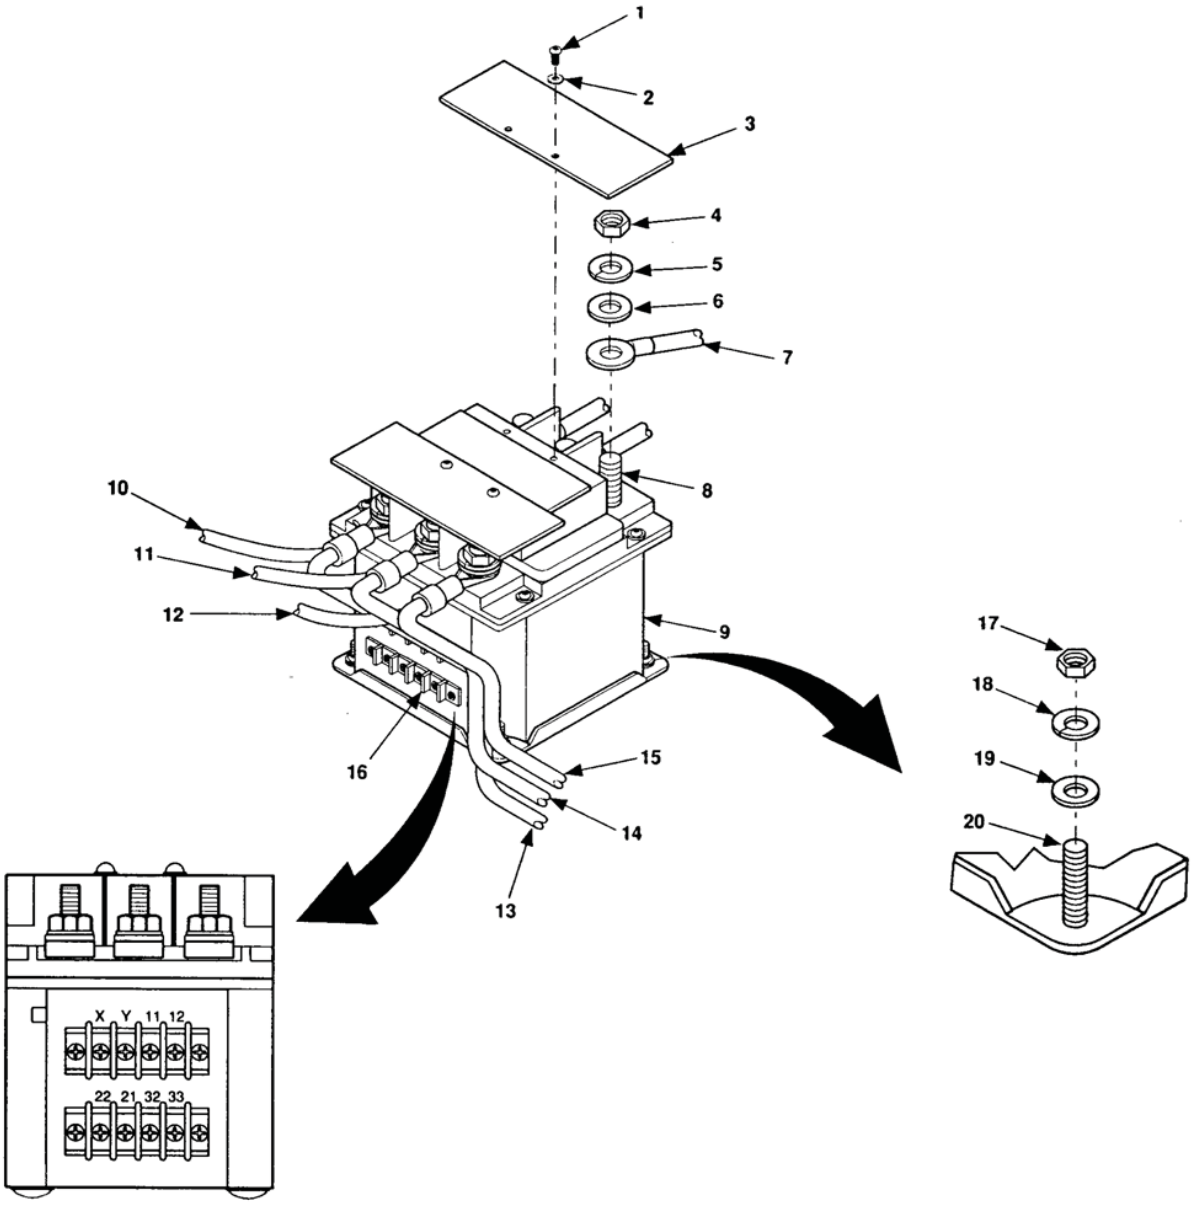

Figure 1. Replace Contactor.
1. Remove four screws (Figure 1, Item 1), lockwashers (2) and terminal shields (3) from contactor (9).
2. Remove nuts (4), lockwashers (5), and flat washers (6) from all contactor terminals (8).